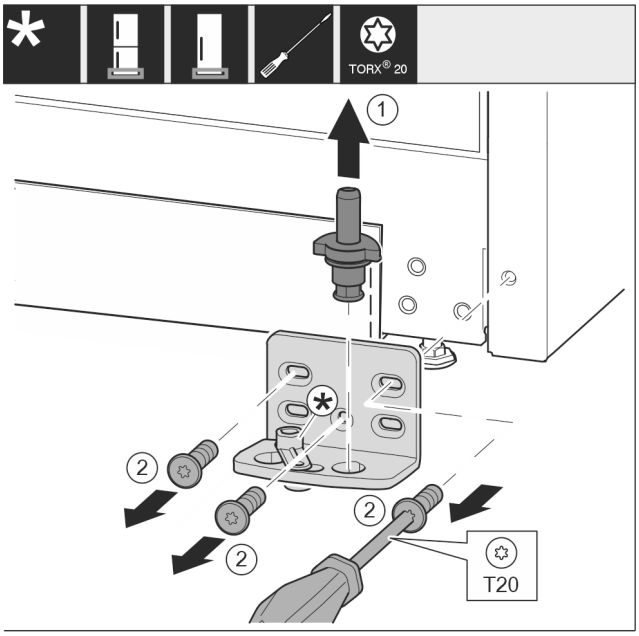

Fig. 15
▶ Extrageți complet bolțul de lagăr *Fig. 15 (1)* în sus.
▶ Deșurubați șuruburile *Fig. 15 (2)* cu șurubelnița și detașați suportul de lagăr.